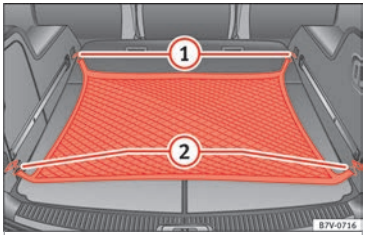

Fig. 173 In the luggage compartment: net used on secured baggage
- Hook the baggage net into the fastening rings ››› **Fig. 173** ① and ②.
- Carefully unhook the baggage net hooks from the fastening rings ››› **Fig. 173** ①.
- Carefully unhook the baggage net hooks from the fastening rings ››› **Fig. 173** ②.